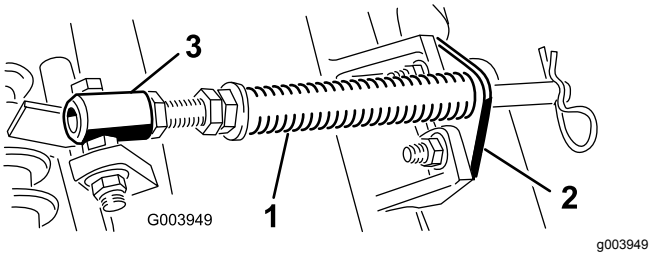

Figur 4
A. Fjern de to bræddebolte og møtrikker, der fastgør stangbeslaget på klippeenhedens tapper (Figur 4).
B. Fjern den flangemøtrik, som fastgør fjederrørets bolt på bærerammens tap (Figur 4). Fjern enheden.